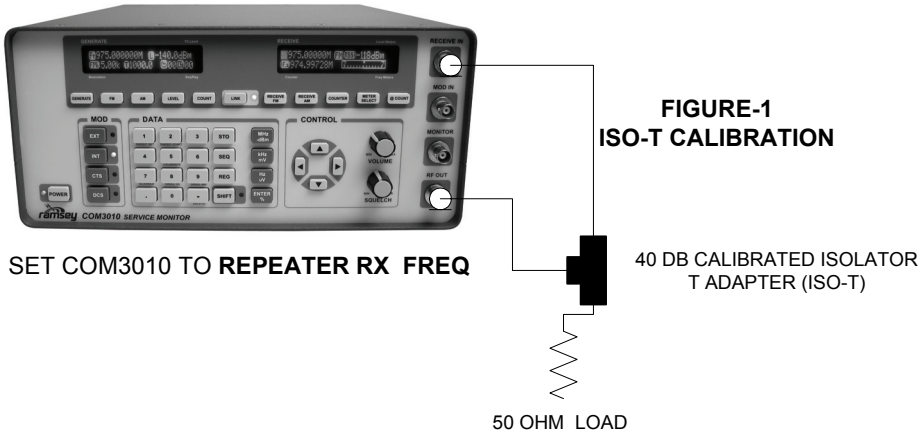

FIGURE-1
3. Attach cables, 50 ohm load and Iso-T as shown in Figure-1 below.